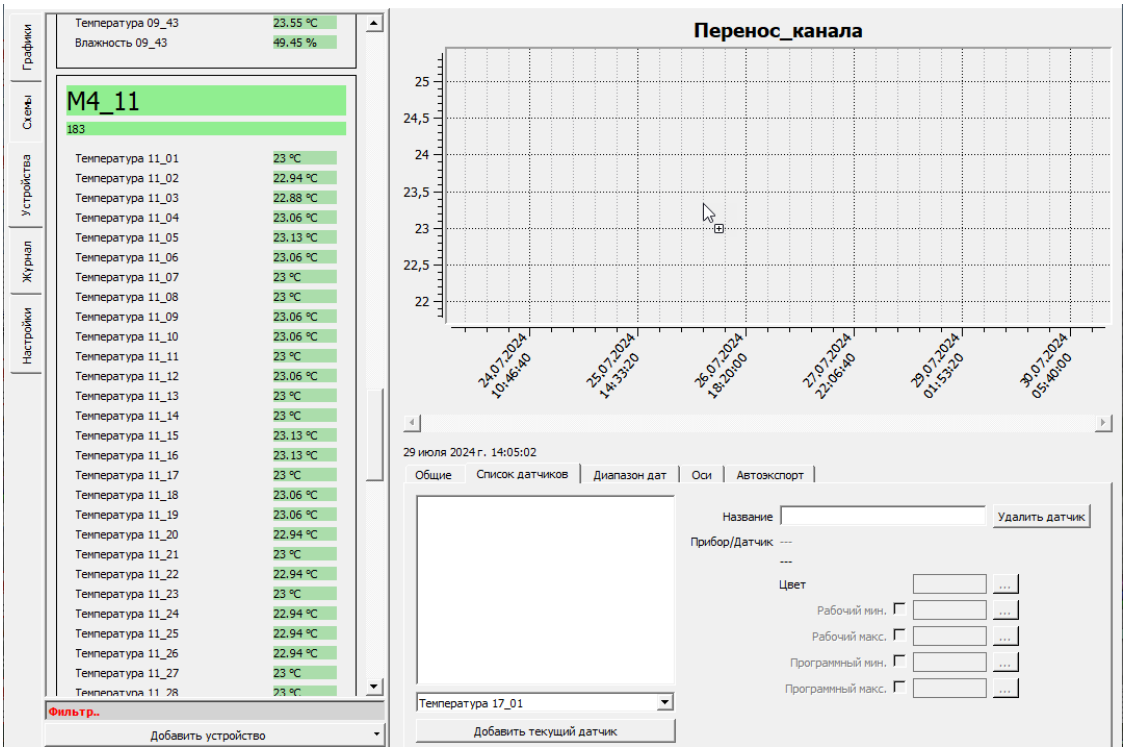

Рисунок 65 – Перенос канала на график при удержании кнопки «Ctrl»
- удерживая кнопку и клавишу, перевести курсор на поле графика (рисунок 65) до появления значка «плюс»;